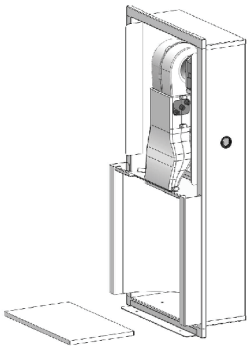

Abb. 3
4. Die absorbierenden Keramikoberfläche nach vorne und aus dem Gehäuse schieben. Zur Seite legen. (Siehe Abb. 3)